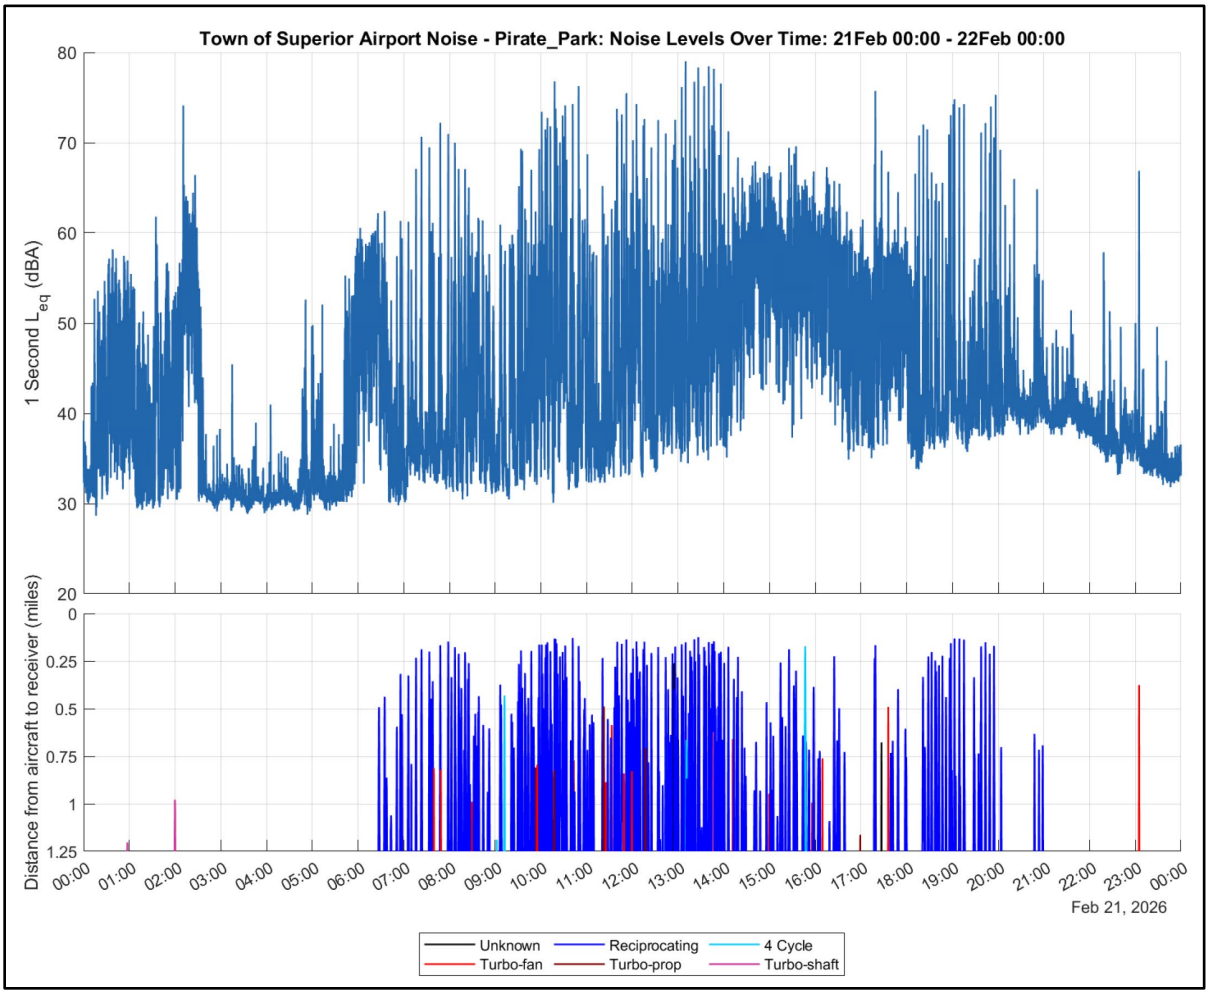

Figure 5 – Noise Levels and Aircraft Operations on Median Day (Pirate Park)
- Figure 5 shows the measured noise levels and concurrent aircraft activity for February 21, a day with total operations close to the median for the month. Maximum noise levels generated by individual aircraft operations exceeded the ambient sound level by at least the following levels for the durations noted: